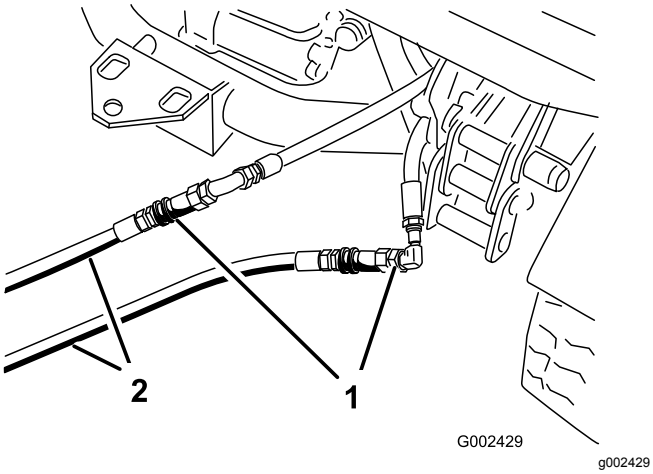

図 74
3. 故障しているワークマンのカップラホースに、救援用ホース 2 本を接続する図 74。